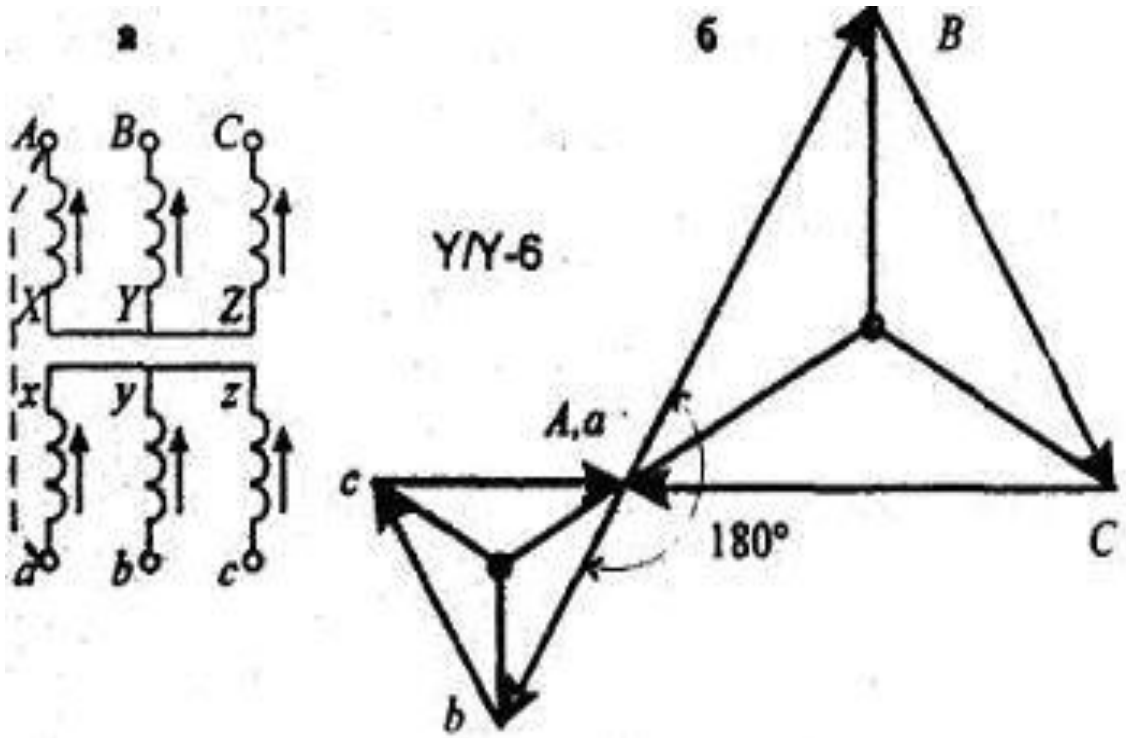

Рис. 5
- Если изменить маркировку зажимов вторичной обмотки на противоположную (рис. 5. а, то при перемаркировке концов и начал вторичной обмотки фаза ЭДС меняется на 180°.